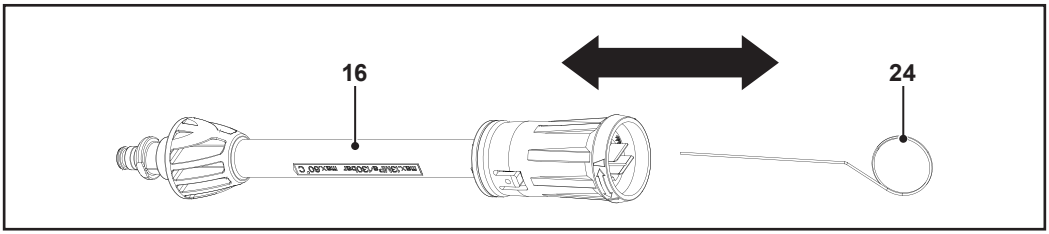

Fig. 12
To remove any dirt deposits from the adjustable nozzle (16), the rotary nozzle (17), insert the cleaning pin (24) into the nozzle tip opening and move it back and forth (Fig. 12).